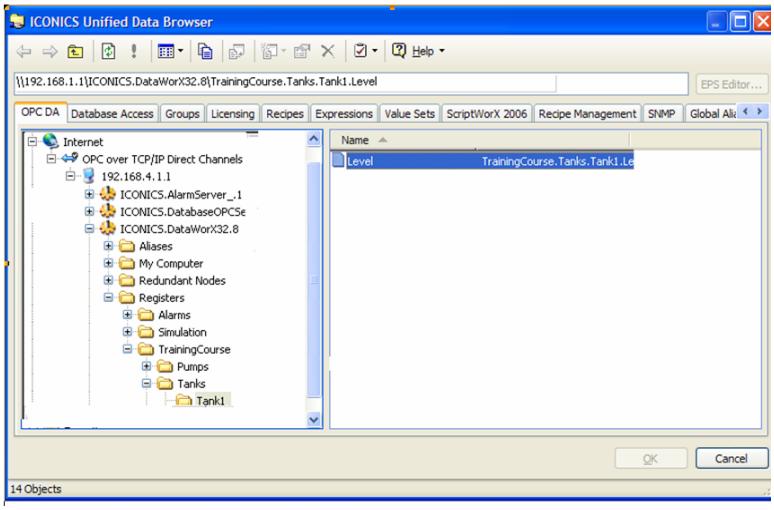

Figure L8.27: Browsing OPC Tags over TCP/IP via GenBroker
8. You can browse into this node and select the OPC tags as you would through any other machine at this point. Choose the **Tank1.Level** tag as shown in **Figure L8.27.**